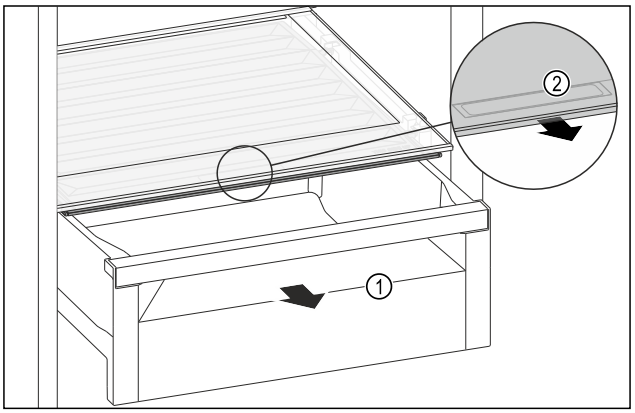

Fig. 212
▶ Retirer le tiroir *Fig. 212 (1)*.
▶ Saisir la poignée encastrée *Fig. 212 (2)* du couvercle du compartiment et tirer le couvercle du compartiment par l'avant.